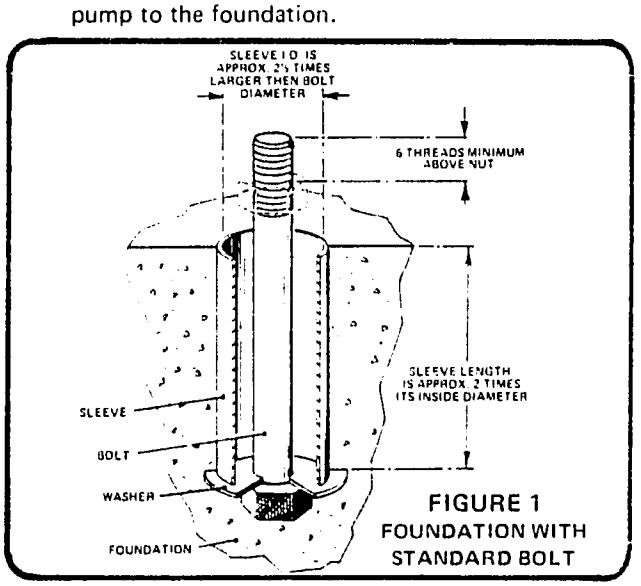

FIGURE 1
1. The foundation must be solid and substantial enough to absorb mechanical vibration. In general concrete foundations are the most satisfactory and when used, bolts should be supplied which are imbedded for pump footing. Bolts should be long enough to insure proper tightening (minimum of six (6) threads should protrude beyond nut), and it is recommended that each bolt (standard or "J" type) be fitted with a pipe sleeve that is approximately 2½ times the bolt diameter and whose length is twice the inside diameter of the sleeve. When using a standard bolt (figure 1) a washer should be used to support the head of the bolt in the sleeve. After the concrete foundation has been poured, the pipe sleeve remains in place allowing for alignment with the holes in the motor feet.